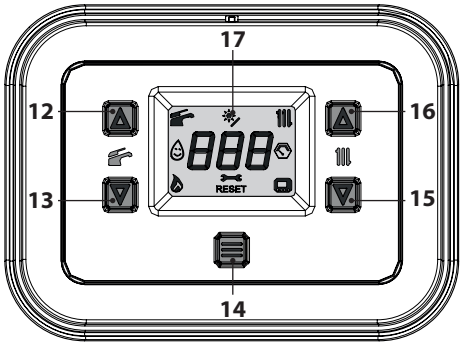
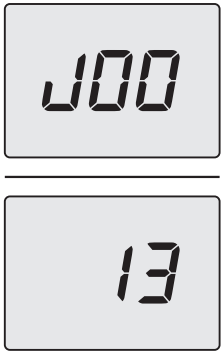

Figure 3.9
Figure 3.10
To access the INFO mode, press keys 15 and 16 (Figure 3.9) together until the index "**J00**" is shown on the display in alteration with the parameter value (Figure 3.10).
- press and hold the 13 and 15 keys simultaneously for 5 seconds (Figure 3.9) (one level up).
To reset normal boiler operation simply press the button 14 (Figure 3.9).